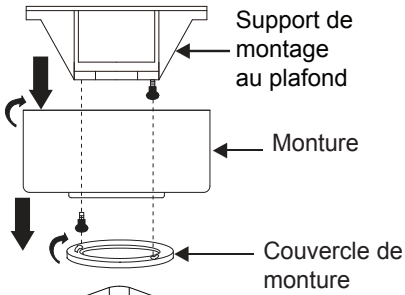

Fig. 5
Étape 1. Retirez le couvercle décoratif inférieur de la monture en le tournant dans le sens antihoraire. (Fig. 5)
Étape 2. Retirez le support de montage au plafond de la monture en retirant (et conservant) l'une des deux vis. Desserrez la vis restante d'un demi tour. (Fig. 5)